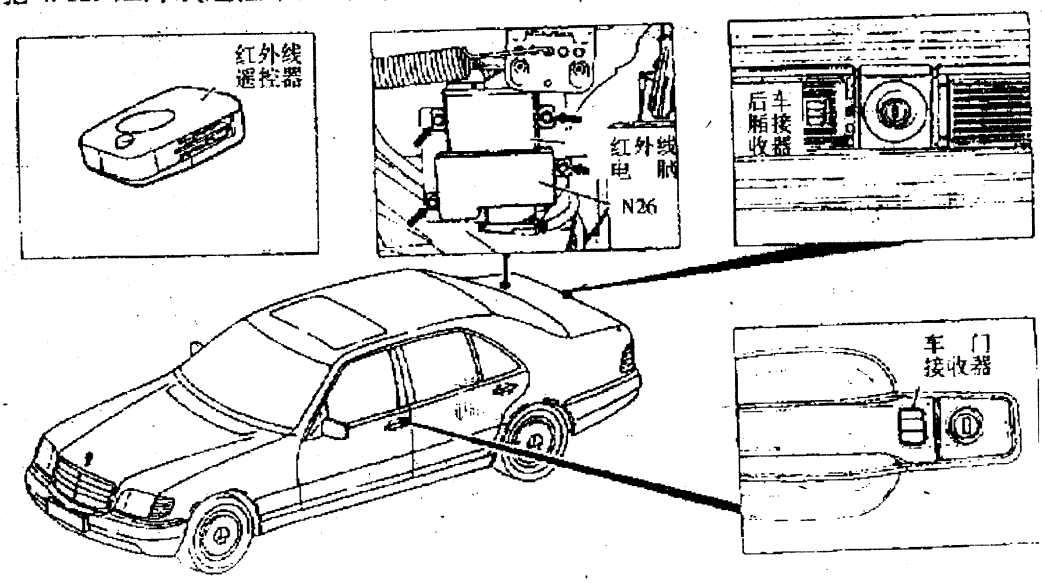

图 7－1　奔驰 W129 红外线遥控中央门锁系统元件位置图
奔驰 W129 红外线遥控中央门锁系统元件位置如图 7－1 所示。
①如图 7－2 接上 LED 测试灯。
②点火开关 ON。
③所有车门及行李箱全关闭，但车门不上锁。